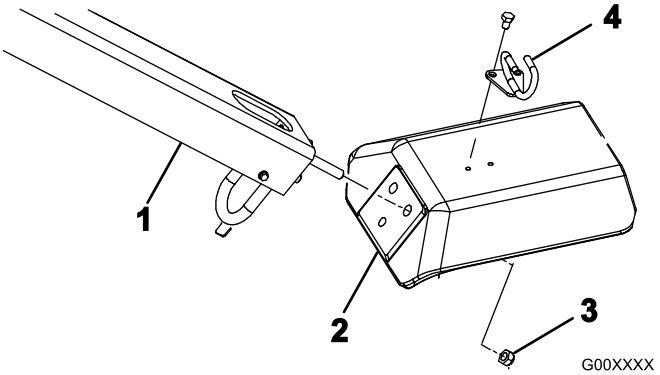

Figur 4
2. För in handtagets monteringsbultar i klykans hål (Figur 4).
3. Fäst handtagets bultar vid klykan med de tre fästmuttrarna (1/2 tum) (Figur 4)
5. Montera kabelföraren på klykans ovansida med två bultar (5/16 x 1/2 tum) (Figur 4).